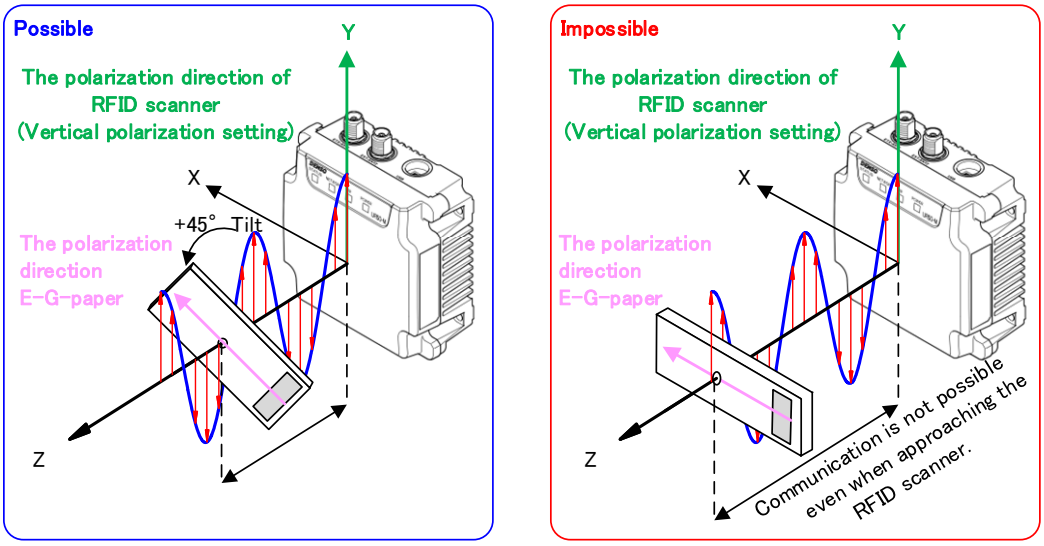

Figure 7.2 E-G-Paper is tilted
- When the E-G-Paper is tilted from the Y-axis to the X-axis, the communication distance will be reduced and be a low communication. When the tag is tilted by 45°, the communication will be a quarter of the normal distance. When the tag is tilted by 90°, it will not be able to communicate even it is close to the RFID scanner. Referring Figure 7.2.